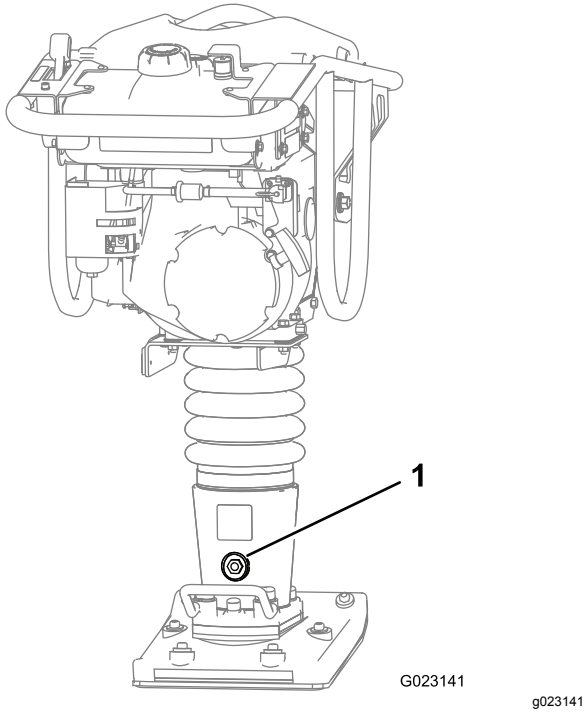

Figura 20
2. Compruebe la mirilla de aceite (Figura 20) y asegúrese de que el nivel de aceite está en el punto intermedio entre la parte superior y la parte inferior de la mirilla.